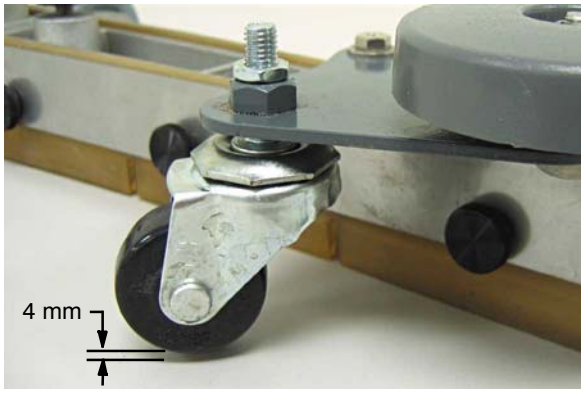

FIG. 6
6. Pour régler la flexion de lame, placez le bloc de racloir sur une surface égale et réglez les roulettes comme illustré (Figure 6).